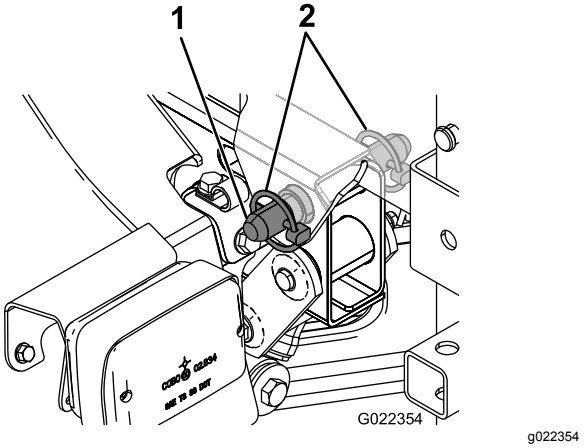

Figuur 10
5. Houd de openingen in de scharnierende lippen aan de achterkant van het tankframe recht voor de openingen in de draaibuis van de laadbak aan het uiteinde van het machineframe (Figuur 10).
6. Monteer een borgpen en 2 lynchpennen aan de scharnierende lip om het tankframe te bevestigen aan het frame van de machine (Figuur 10).